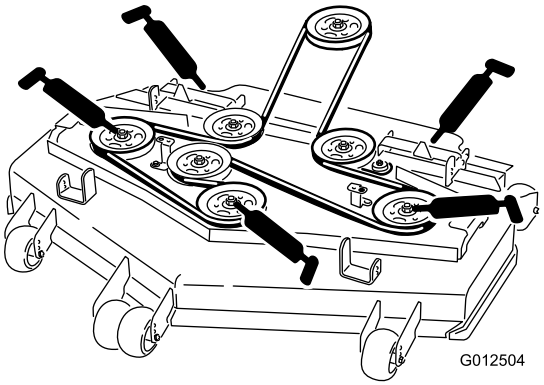

**Figuur 30**
4. Smeer de drie aslagers totdat er vet naar buiten komt (Figuur 30).
5. Pomp vet in de smeernippels op de duwarmen (Figuur 30).